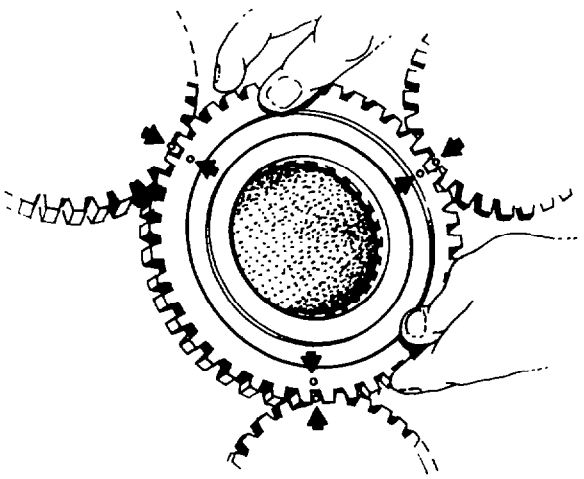

Fig. 195 — Installing Mainshaft Third Gear
d. Place the transmission front case in a vertical position. Install the mainshaft third gear with the alignment "O" marks on the gear face mating with the alignment "O" marks on the third gear on the countershafts (see fig. 195).